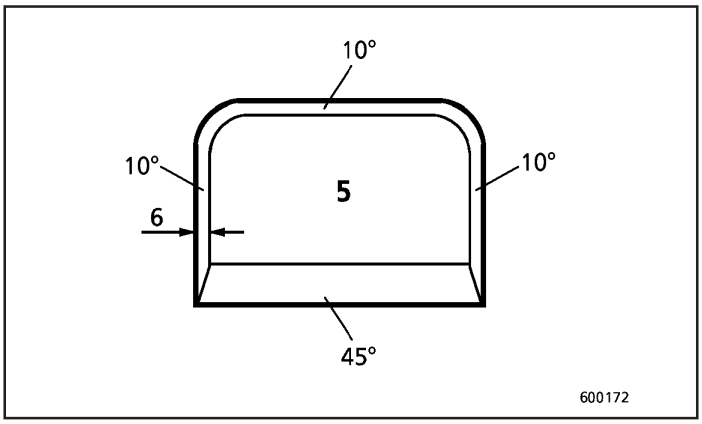

Fig.62
5. Prepare a placa de cobertura (5, Fig. 62) para o fechamento da janela de reparo. Para este fim, utilize uma nova placa com a mesma espessura e chanfrada conforme mostrado. A largura (b) é especificada na Figura 70, página 42.